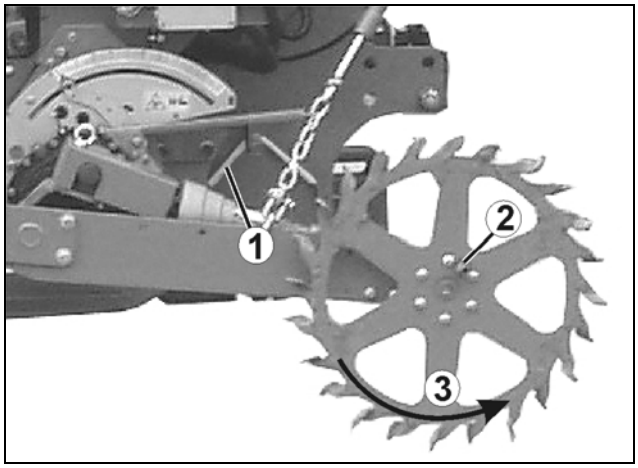

図 83
- キャリブレーションクランク（図 83/1）を手に取ります。
- 4 角カラー（図 83/2）を利用して、キャリブレーションクランクをスターホイール（図 83/3,）に差し込みます。
スターホイールは反時計回りに回してください（図 83）！
- キャリブレーションクランク（図 83/1）をホルダに差し込みます